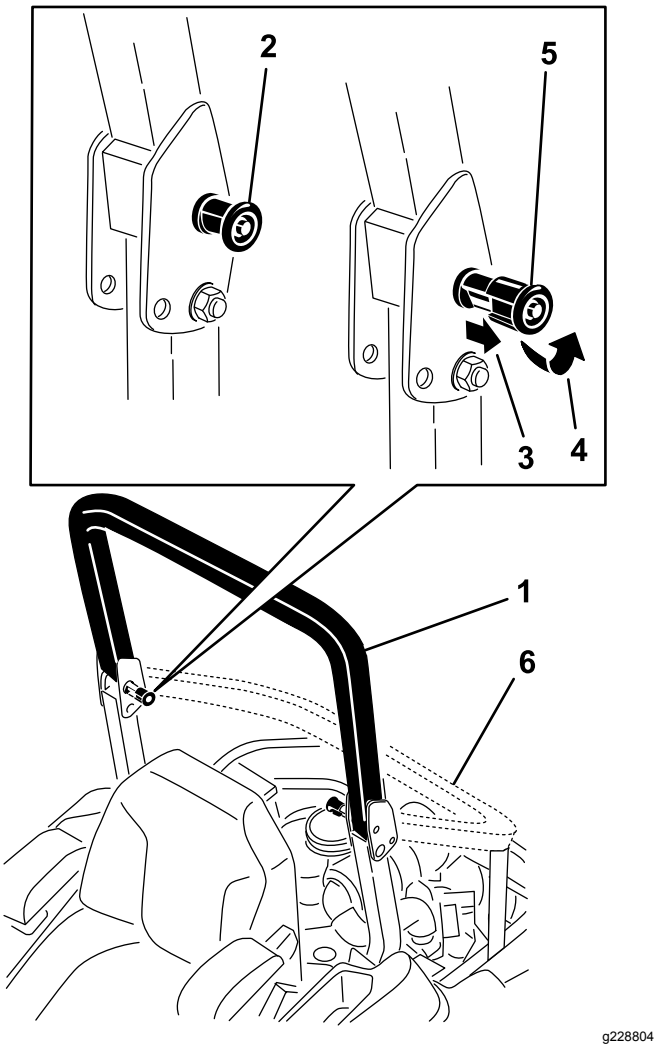

Figur 8
2. Træk begge greb ud, og drej dem 90 grader, så de ikke sidder fast (Figur 8).
3. Sænk styrtbøjlen til sænket position (Figur 8).
1. Hæv styrtbøjlen til betjeningsposition, og drej grebene, så de skubbes delvist ind i rillerne (Figur 8).
2. Løft styrtbøjlen til helt oprejst position, samtidig med at der skubbes på den øverste del af styrtbøjlen. Derefter springer stifterne på plads, når hullerne placeres ud for stifterne (Figur 8).